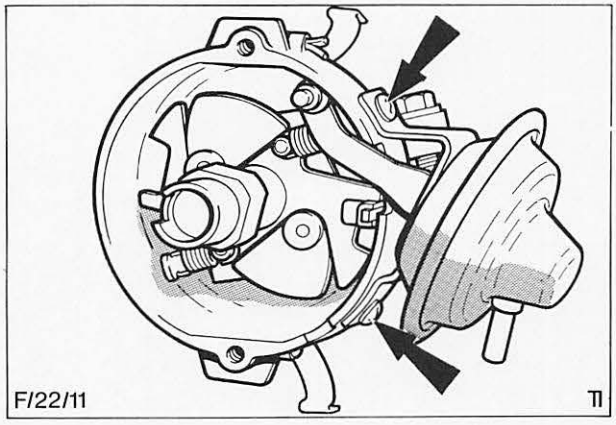

Abb. 49 Befestigungsschrauben – Unterdruckdose
5. Die beiden Befestigungsschrauben der Vakuumdose vom Verteilergehäuse lösen, Abb. 49.